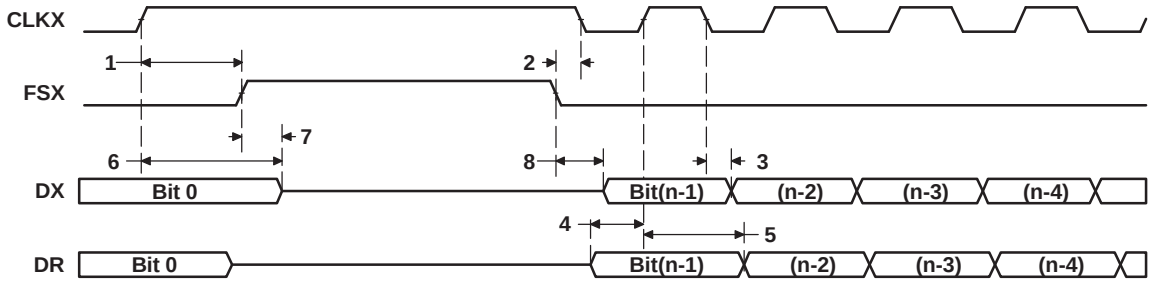

Figure 6-29. McBSP Timing as SPI Master or Slave: CLKSTP = 10b, CLKXP = 1
Table 6-47. Timing Requirements for McBSP as SPI Master or Slave: CLKSTP = 10b, CLKXP = 1[(1) (2)] (see Figure 6-29)
(1) P = SYSCLK3 period in ns. For example, when running parts at 600 MHz, use P = 10ns.
(2) For all SPI Slave modes, the rate of the internal clock CLKG must be at least 8 times faster than that of the SPI data rate. User should program sample rate generator to achieve maximum CLKG by setting CLKSM = CLKGDV = 1.
Table 6-48. Switching Characteristics Over Recommended Operating Conditions for McBSP as SPI Master or Slave: CLKSTP = 10b, CLKXP = 1[(1) (2)] (see Figure 6-29)